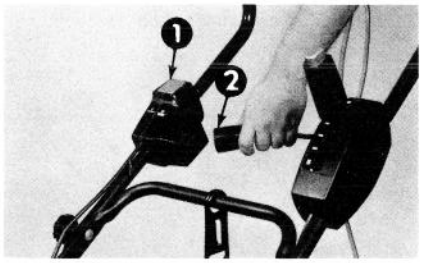

Abbildung 7
1. Die Kupplung des Kabels in den Stecker am Schutzschalter einstecken (Abb. 7).